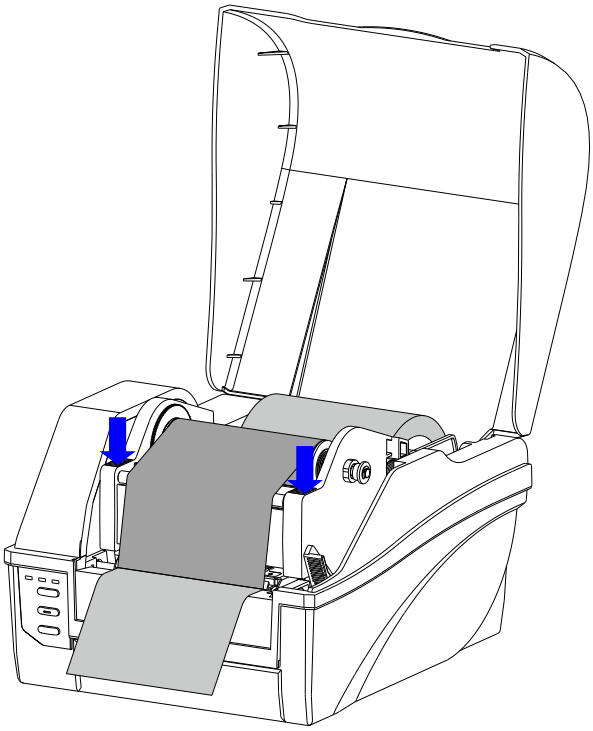

Figure 2-14 Media loaded
6. Press the Printhead Module downward until you hear a "click", which indicates the module have locked into place, as shown in Figure 2-14.